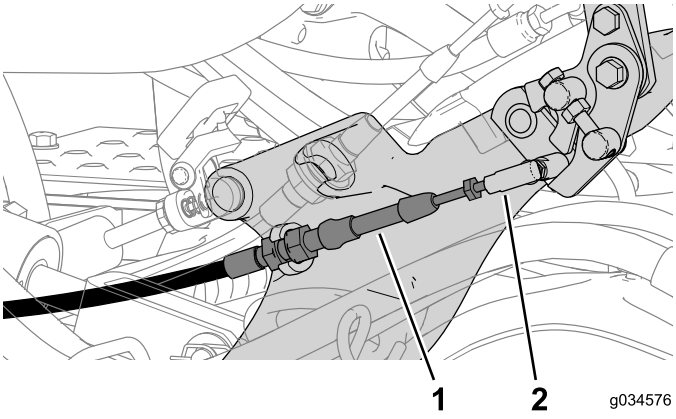

Рисунок 24
2. Подсоедините трос фиксации нейтрального положения к приводному механизму педали (Рисунок 24).